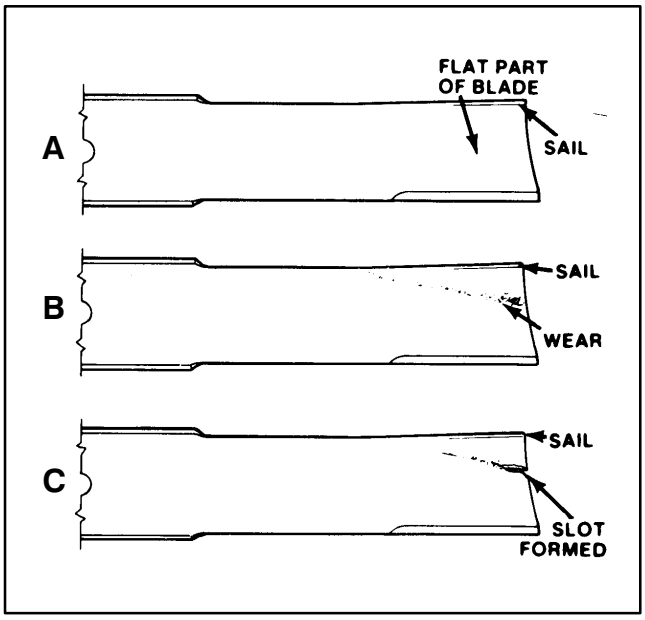

Figure 32
CHECKING SAIL AND SHARPENING CUTTER BLADE (Fig. 32−33)
2. Examine cutting ends of the blade carefully, especially where the flat and curved parts of the blade meet (Fig. 32−A). Since sand and abrasive material can wear away the metal that connects the flat and curved parts of the blade, check the blade before using the mower. If wear is noticed (Fig. 32−B), replace the blade.
If blade is allowed to wear, a slot will form between the sail and flat part of the blade (Fig. 32−C). Eventually a piece of the blade may break off and be thrown from under the housing, possibly resulting in serious injury to yourself or bystanders.